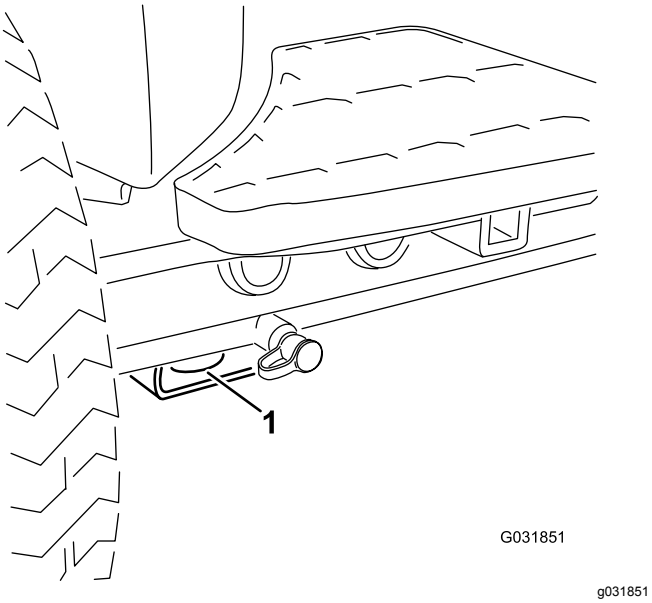
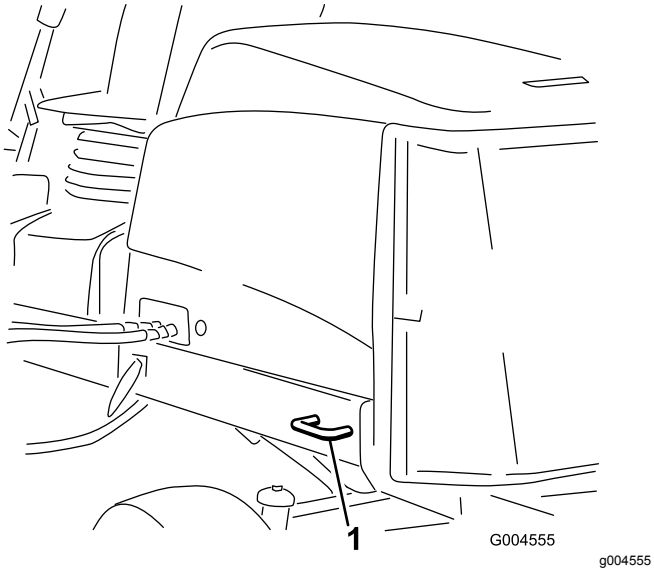

Figur 57
Figur 58
5. Brug metalbindepunkterne på maskinen til at fastgøre maskinen til anhængeren eller lastbilen med stropper, kæder, kabler eller reb (Figur 57 and Figur 58).
- For – hullet i den rektangulære plade, under akselrøret, indvendigt i forhold til hvert fordæk (Figur 57)
- Bag – på begge sider af maskinen på bagstellet (Figur 58)